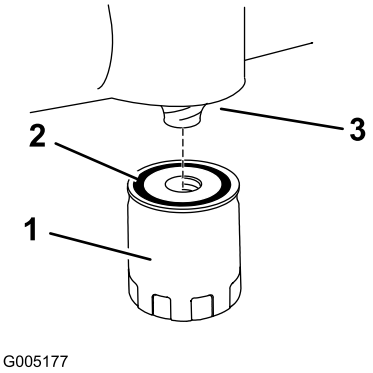

Figure 35
13. Install the replacement oil filter to the mounting pad. Turn the oil filter clockwise until the rubber gasket contacts the pad, then tighten the filter an additional 2/3 to 1 turn (Figure 35).